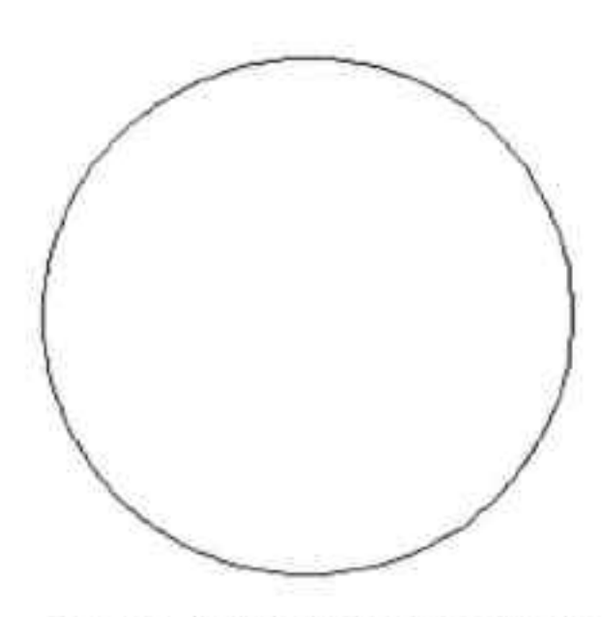

图4-5 绘制半径为50mm的圆
Step 01 执行“默认 > 绘图 > 圆”命令，在绘图区指定好圆心点，根据命令行中的提示信息，输入圆半径值 50，按回车键，完成圆形的绘制，如图 4-5 所示。